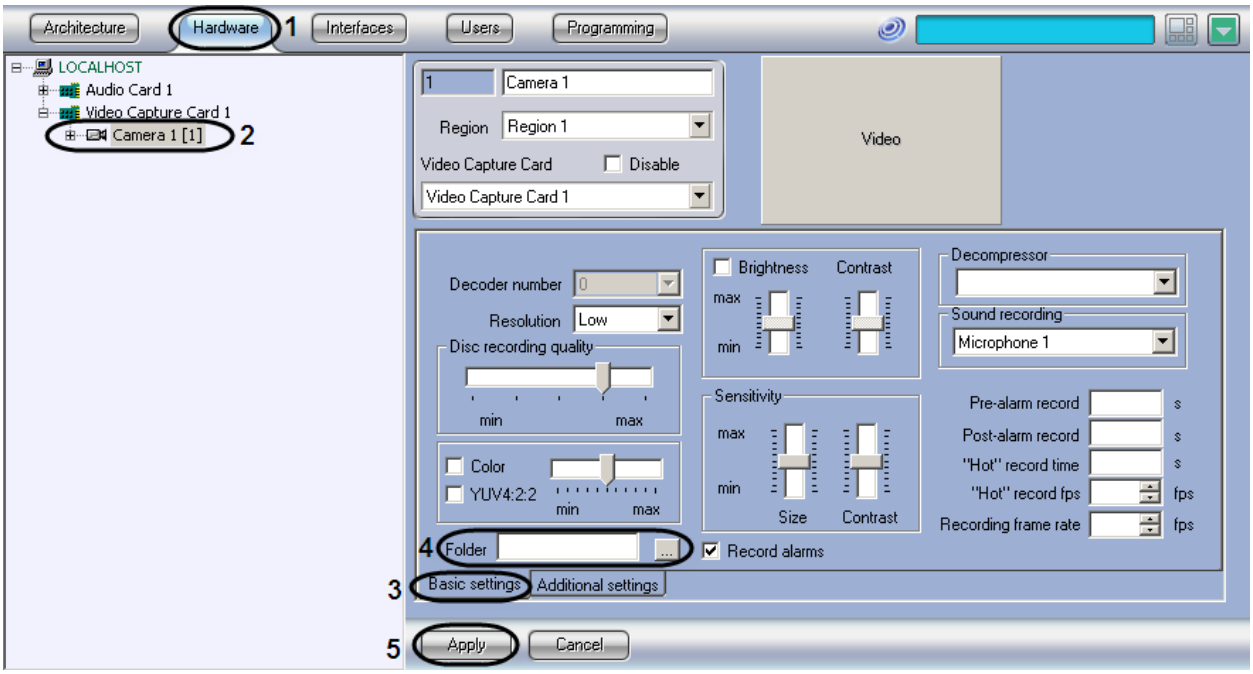

Figure 8.4-27 Configuring the "Camera" system object
3. Specify the storage for video recording that is to be used for video signal imitation in the "Basic settings" tab of the selected "Camera" object (Figure 8.4-27).